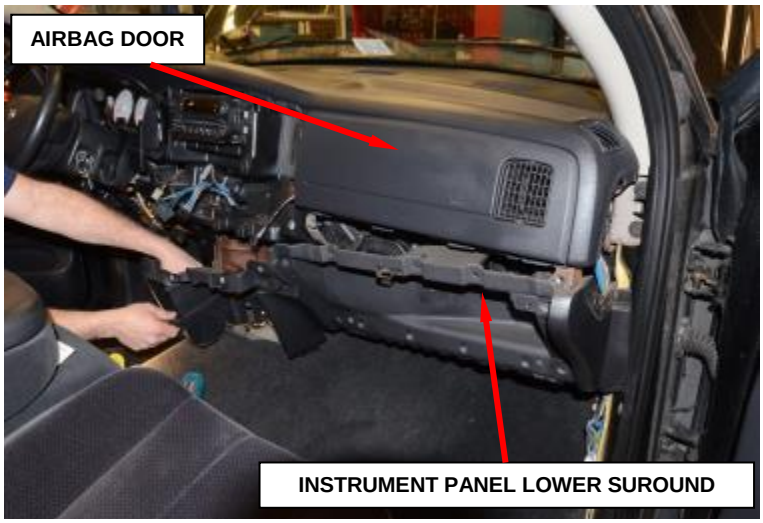
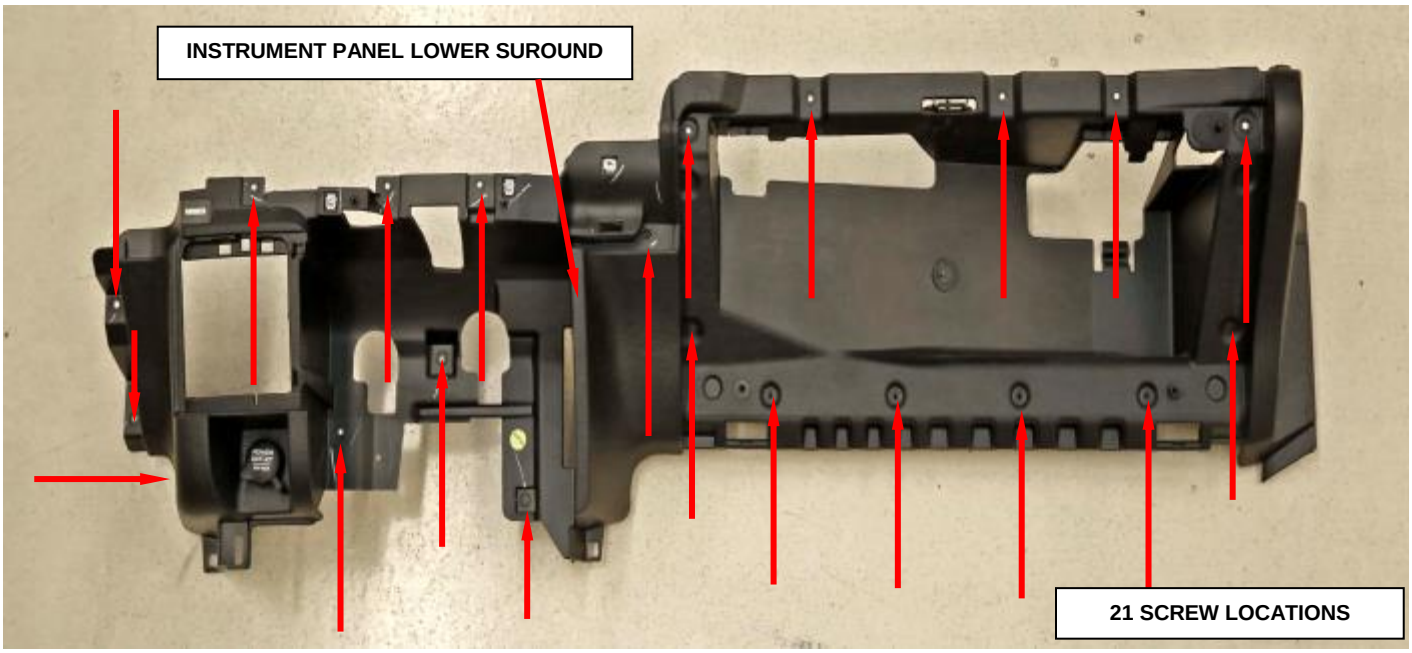

Figure 24 – Instrument Panel Lower Surround
Figure 25 - Instrument Panel Lower Surround Screw Locations
9. Remove and save the twenty one screws that secure the instrument panel lower surround to the instrument panel and support (Figure 24) (Figure 25).